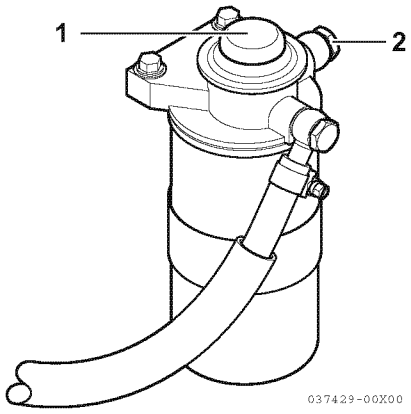

Figur 3
3. Løsne lufteskruen (2, **Figur 3**).
4. Skyv opp og ned på matepumpen (1, **Figur 3**) for å slippe ut luften fra lufteskruen.